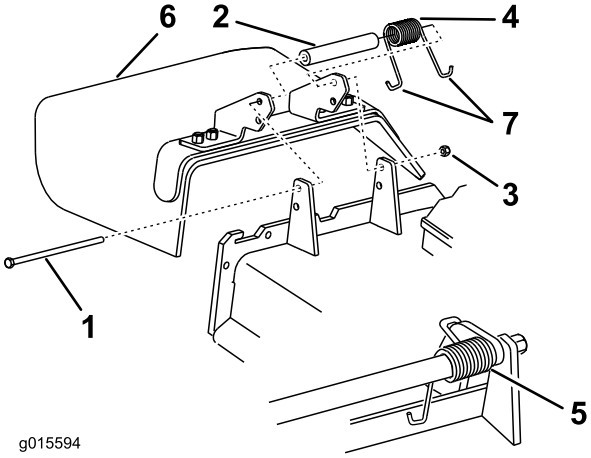

Figur 89
1. Fjern låsemutteren, bolten, fjæren og avstandsstykket som holder avlederen festet til svingboltbrakettene (Figur 89).
Merk: Påse at én **J**-ende av fjæren er montert bak enhetskanten før du monterer bolten som vist i Figur 89.
6. Plasser én **J**-krokende av fjæren rundt gressavlederen (Figur 89).